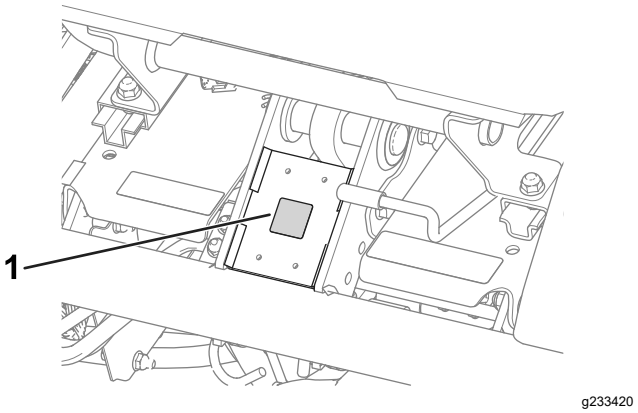

Figur 10
- Sæt CE-mærkatet på rammen under sædets forside (Figur 10).